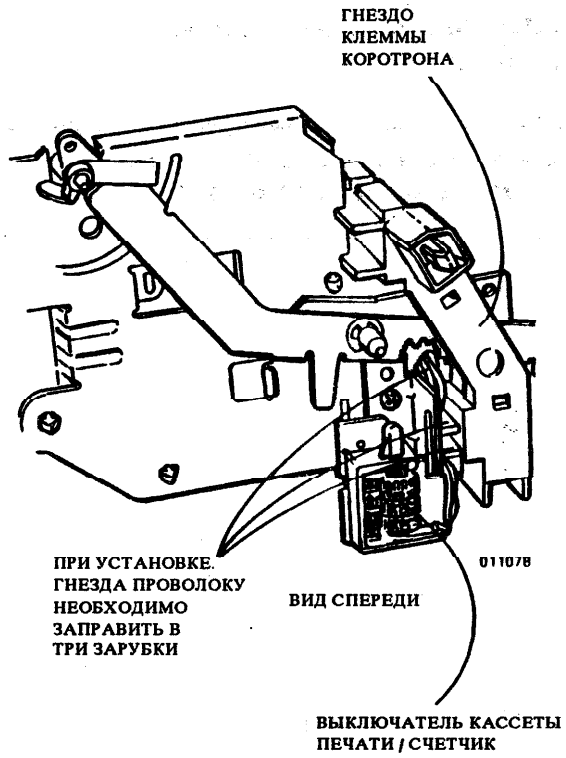

Рис. 6. Заправка жгута выключателя кассеты печати/счетчика
1. (Рис. 6): устанавливая гнездо клеммы коротрона на место, заправить провода выключателя кассеты печати/счетчика в три зарубки, как показано.